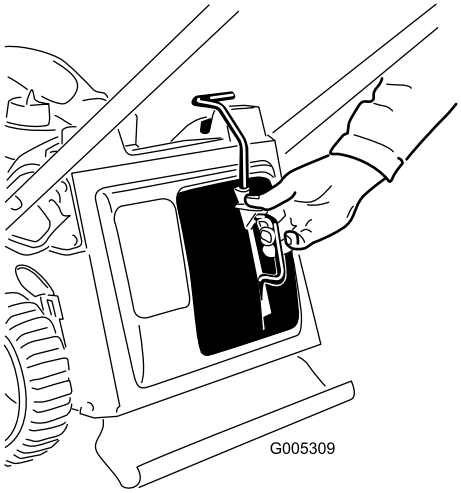

Figuur 25
1. Verwijder de mulchplug (Figuur 25).